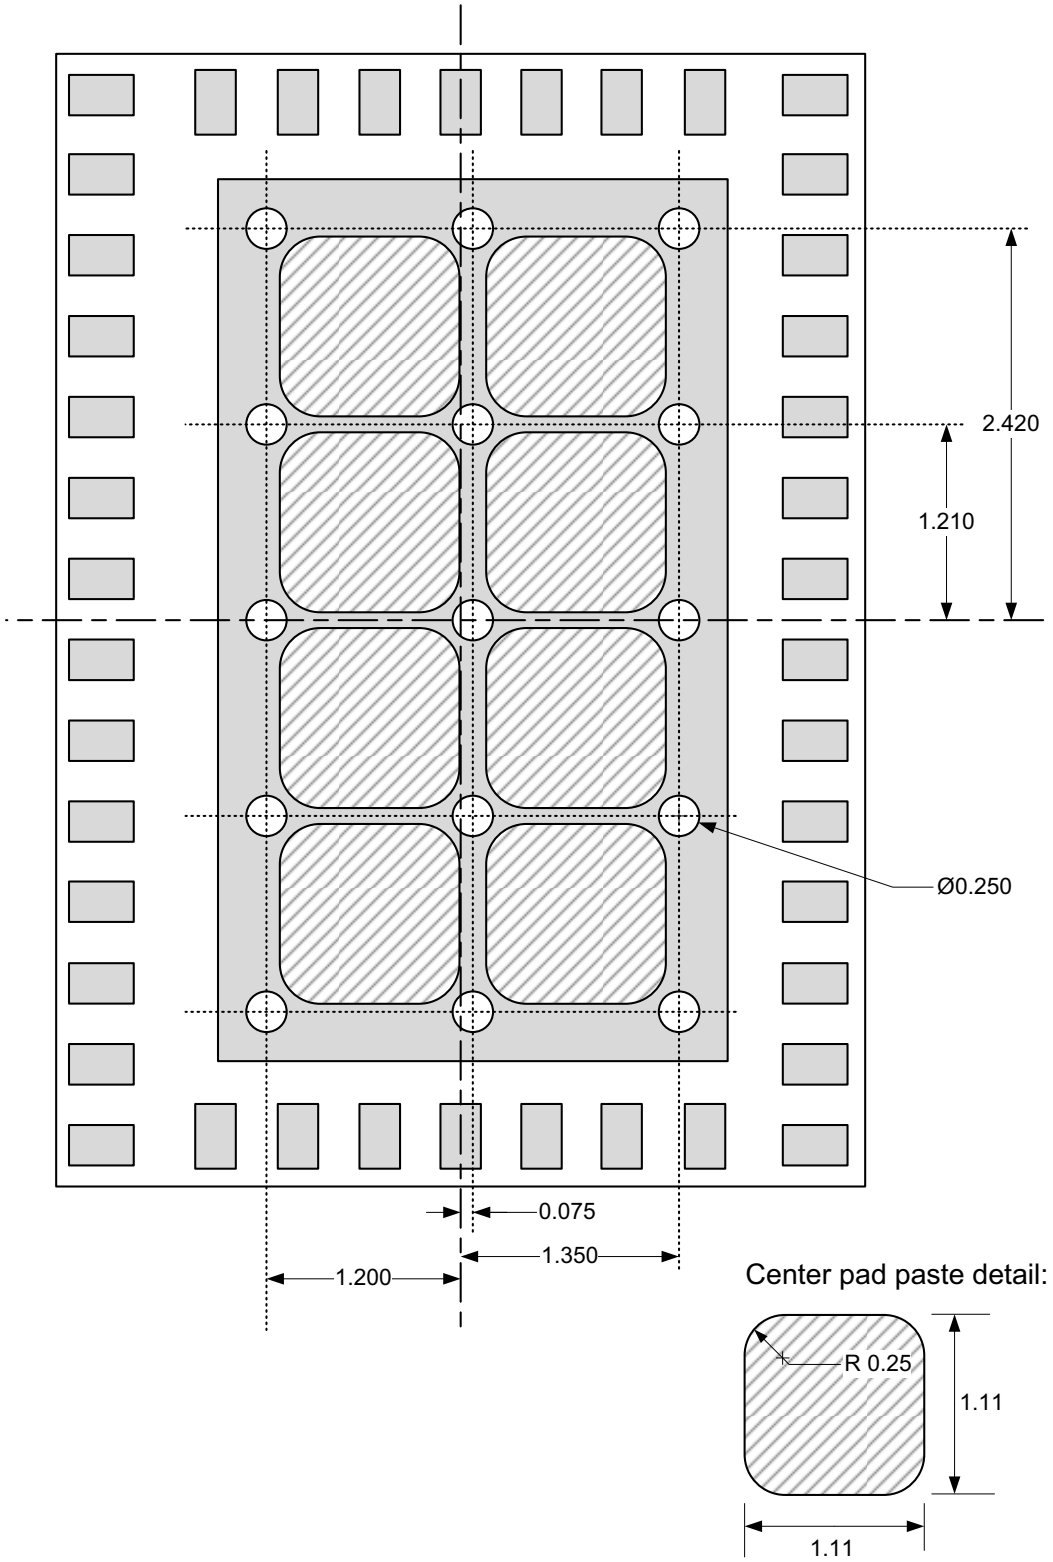

**Figure 3.5. LGA-42 PCB Stencil and Via Placement**
5. Place vias in E-pad as shown in Figure 3.5.
7. Place ground pad openings as shown in Figure 3.5.